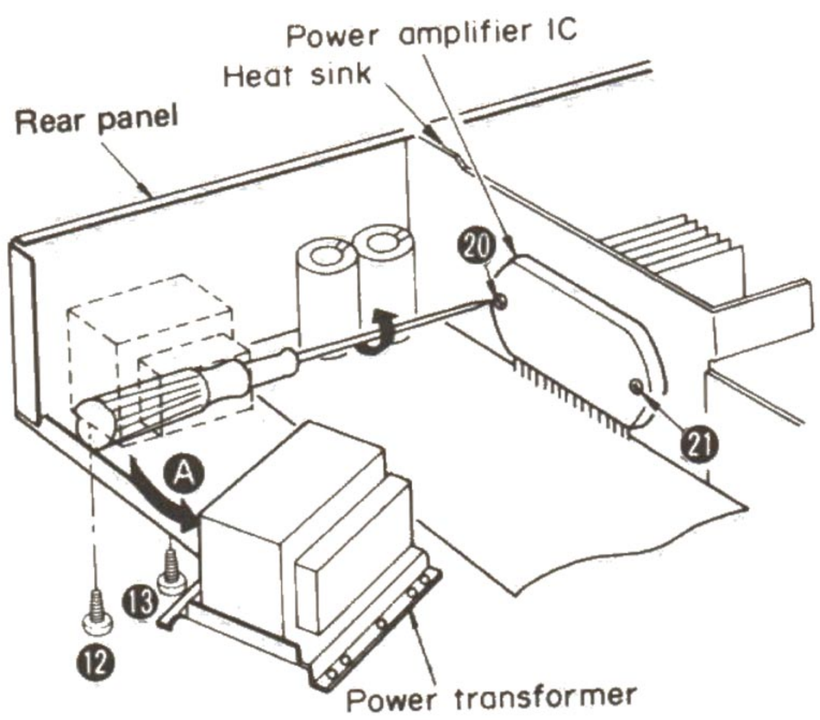

Fig. 4
2. Remove the 2 setscrews (Fig. 4 : ⓬, ⓭) to detach the power transformer from rear panel in the direction of arrow Ⓐ.
4. Remove the 2 setscrews (Fig. 4 : ⓴, ㉑) used to secure the power amplifier IC on the heat sink, and then pull the power amplifier IC.